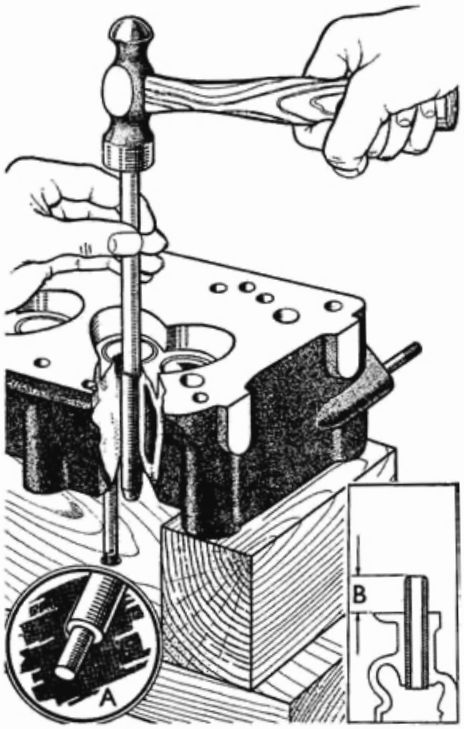

Fig. A.21.
(1) The valve guides are of a one-piece design. They are pressed into the cylinder head to allow $\frac{19}{32}$ in. (15·0812 mm.) of the guide to protrude above the machined face when fitted.
(2) Valve guides should be tested for wear whenever valves are removed, and if excessive side play is present, a close check should be made of the valve stem and the guide. In the event of wear being noticeable, the defective components should be renewed. If a valve is at fault the wear will be evident on the stem. It should be borne in mind that the valve stem and guide should be a running fit to avoid the possibility of an air leak.
(3) If renewal is necessary due to wear, the valve guide may be driven out after removal of the valve, as shown in Fig. A.21.
(4) The drift is stepped in order to ensure location and to prevent it slipping off the guide and damaging the port. Knock out the guide in the direction shown.
(5) A new guide should be driven into position in the same direction.
(6) The final position of the guide is shown in Fig. A.21.